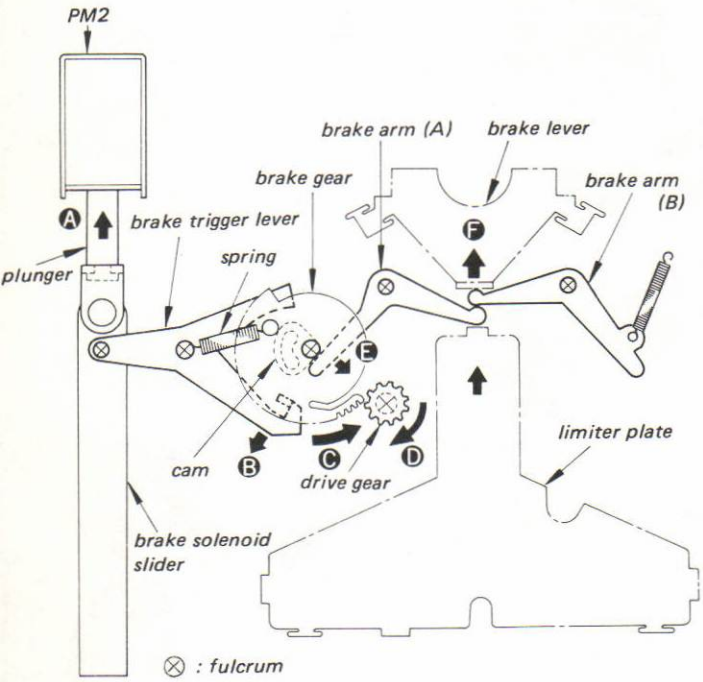

Fig. 1-1
**Brake Release during fast forward mode and rewind mode.** See Fig. 1-1.
1. Depress the function button ►► (FF) or ◄◄ (REW).
4. When the cam pushes the brake arm (A) in the direction shown by the arrow Ⓔ, the brake lever moves in the direction shown by the arrow Ⓕ and releases the brake.
5. Before the solenoid PM2 finishes attraction, due to the limiter-plate moving, the brake lever moves in the direction shown by the arrow Ⓕ in Fig. 1-1 and the brake is kept released.